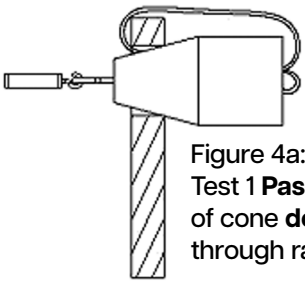

Figure 4a:
- If the large end of the cone does not pass through any of the openings, this space passes the test (figure 4a).